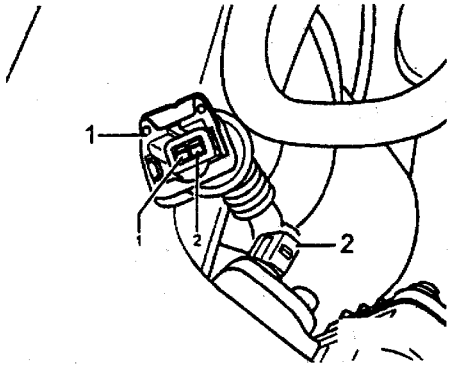

图 2－26
⑤如果显示约－46℃时，继续进行以下检查：如图 2－26 所示，将进气温度传感器的 2 针插头拔下，用辅助导线 V.A.G1594 将插头的触点 1 和 2 跨接，并注意显示屏上的显示。